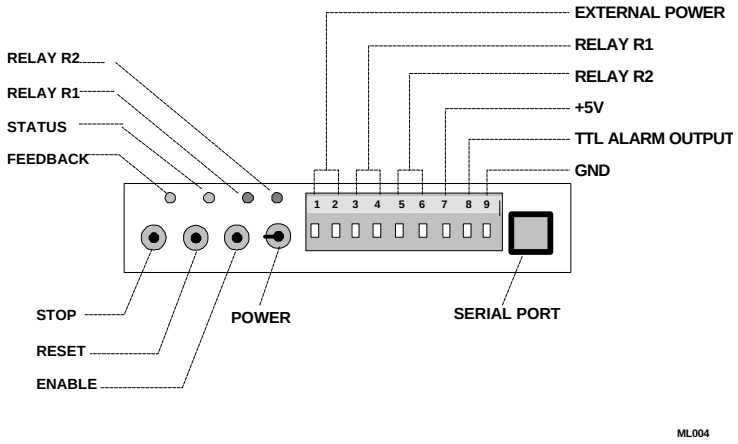

Figure 3... -3: Feedback LED on MLCPU-1
1. Turn the logger power ON and observe the Feedback LED (Figure 3... -3) on the MLCPU-1 module. Within a few seconds, the LED should blink 5 times indicating that a system reset has been performed. This is also a fairly good indication that the unit has been reassembled correctly.